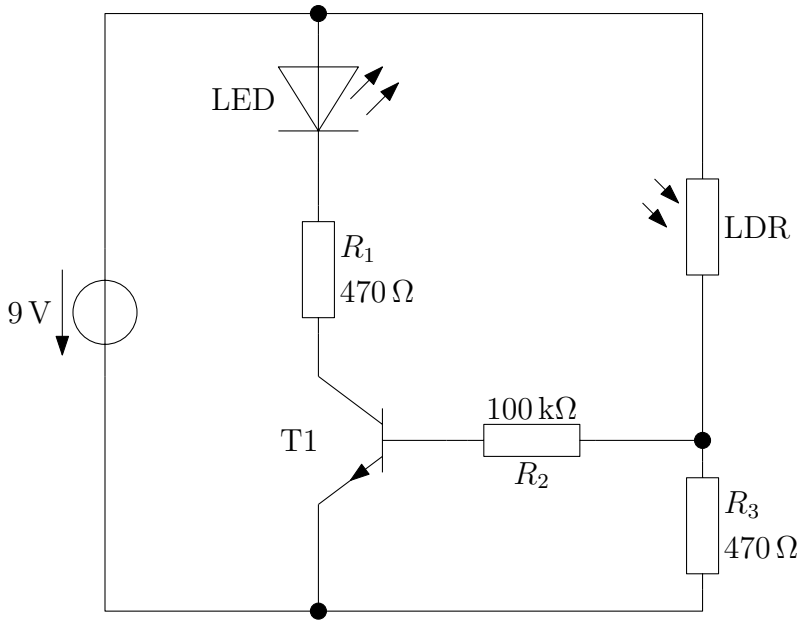

Abbildung 2.15: Experiment – Taglicht
**Versuchsaufbau und -durchführung** Bauen Sie die Schaltung nach Abb. 2.15 auf. Halten Sie den Fotowiderstand LDR abwechselnd ins Licht und decken Sie ihn mit dem Finger ab.